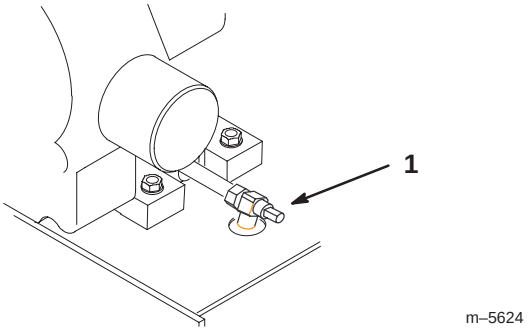

Figure 37
3. Placez un bac de vidange sous l’orifice de vidange. Ouvrez le robinet de vidange avec un tournevis à lame plate, une clé de 3/8 pouce ou de 10 mm (Fig. 37).
4. Tournez le robinet dans le sens horaire pour le fermer, et dans le sens anti-horaire pour l’ouvrir (Fig. 37).